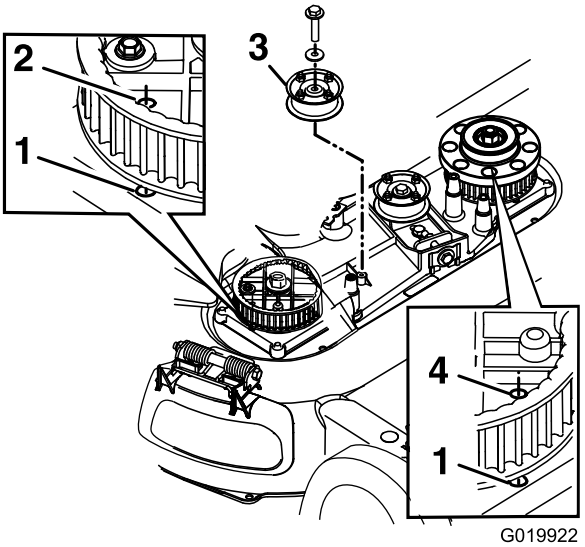

Figura 41
8. Staccate la puleggia tendicinghia fissa e la bulloneria (Figura 41).
10. Allineate i fori nella ruota dentata destra e sinistra con quelli nel vano come mostrato in Figura 41.